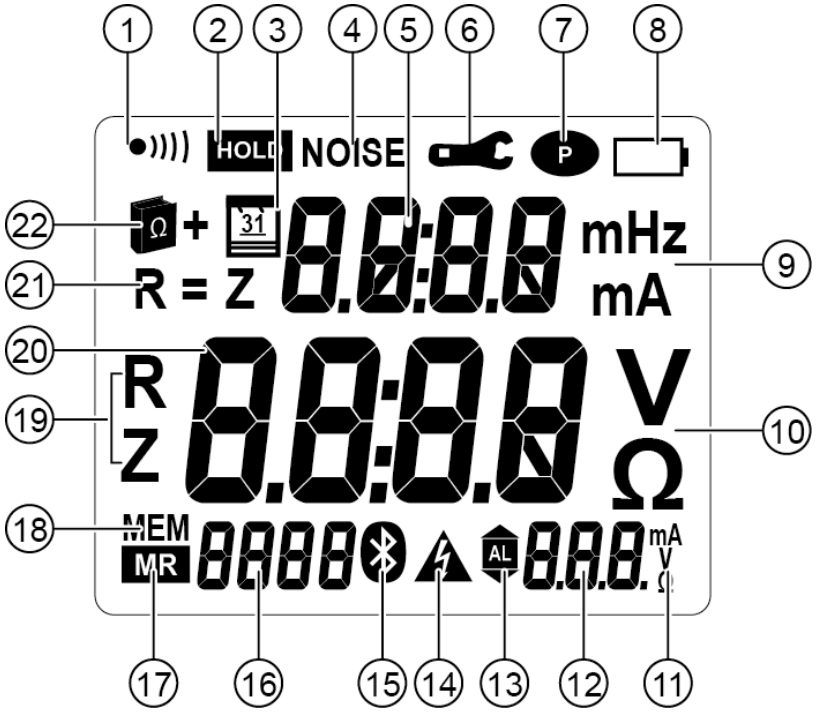

***Fig. 6***
The audible signal can be activated or deactivated in *SET-UP* (see chapter 8, menu 2). The ●))) icon (*Fig. 6*, item 1) behaves as follows: